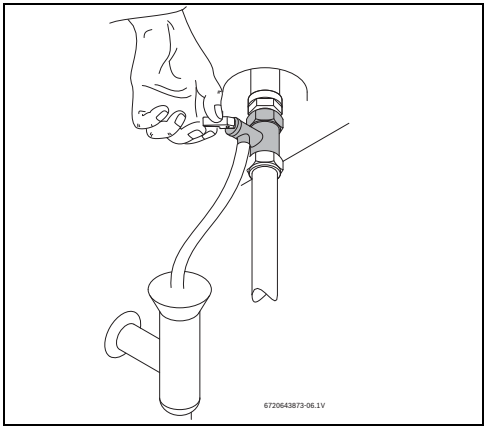

Рис. 15 Открытие предохранительного клапана вручную
- Откройте предохранительный клапан (рис. 15).
- Минимум один раз в месяц открывайте вручную предохранительный клапан (рис. 15).